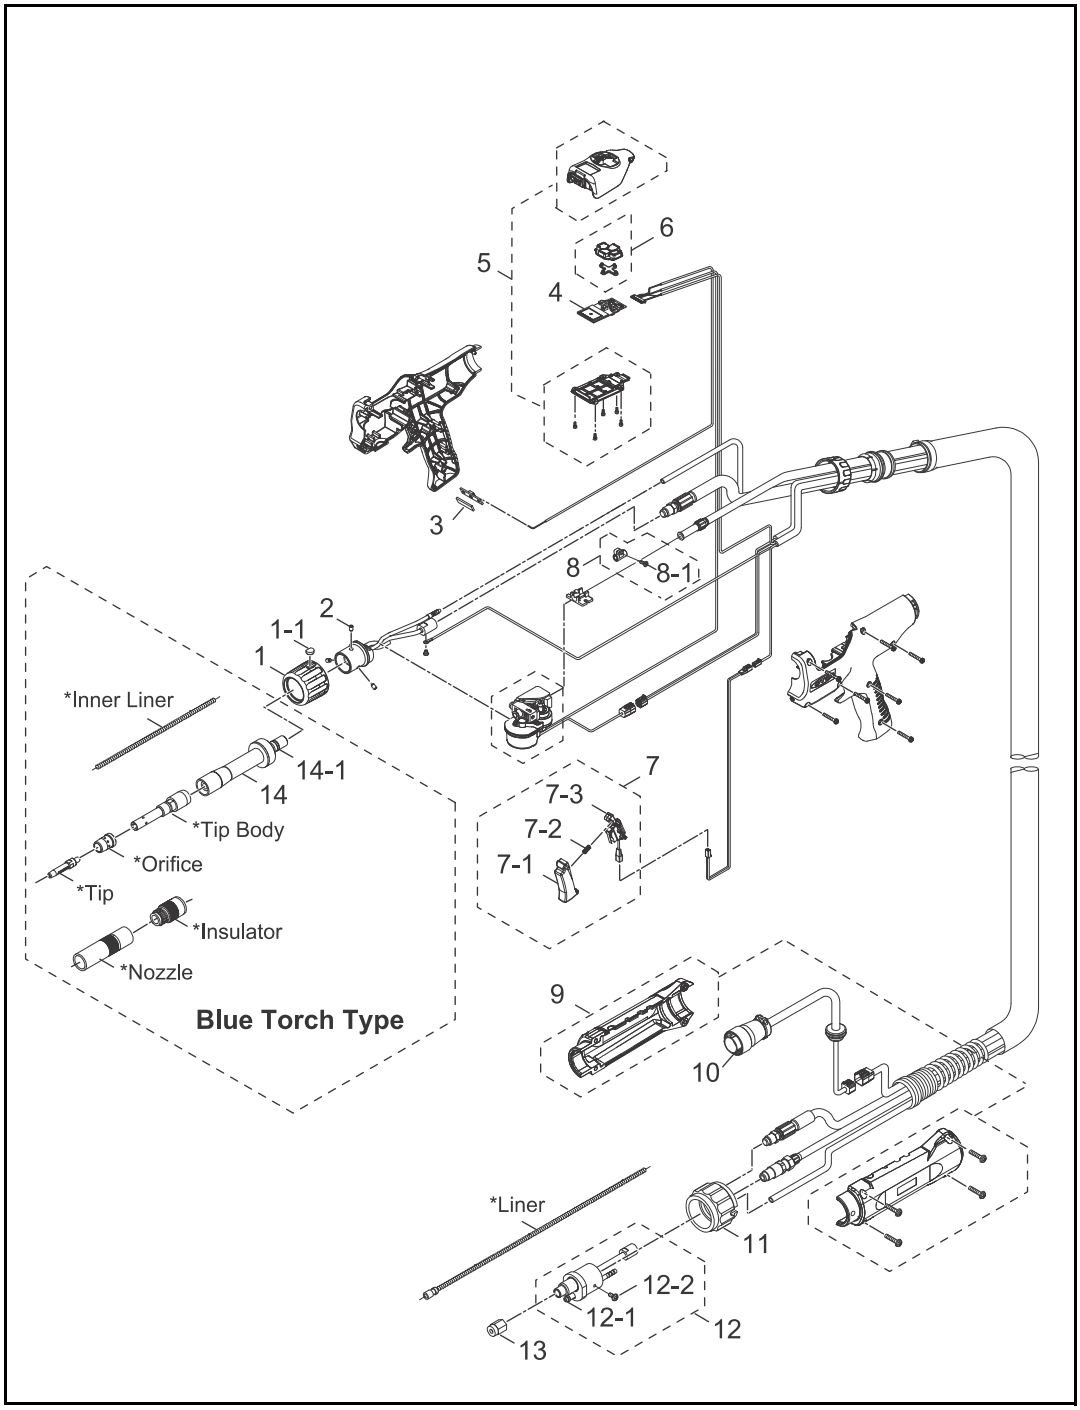

Fig.2 BTPG(A)30D- □□ Body
9.2. BTPG(A)30D □□ Body (Fig.2)